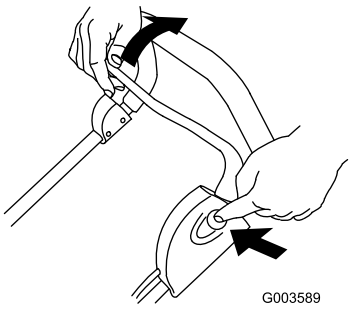

Bild 16
4. Ziehen Sie den Schaltbügel bei gedrückter Taste zum Griff (Bild 16).